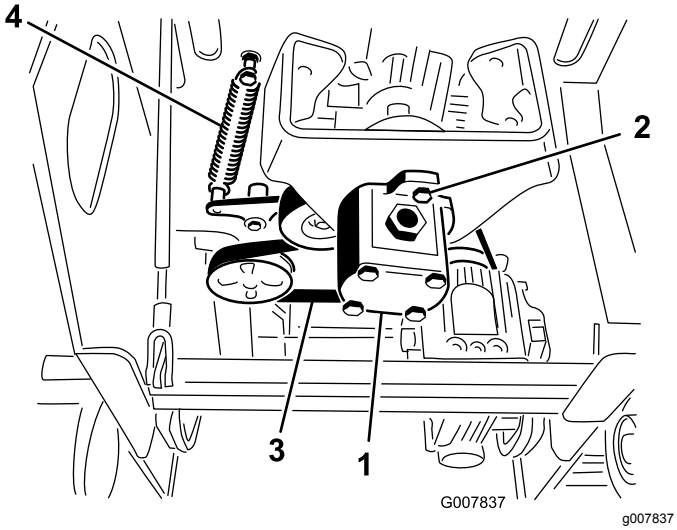

Figur 47
5. Lossa de 2 pumpskruvarna (Figur 47).
6. Vrid pumpen moturs och låt den falla bort från skivan (Figur 47).
7. Använd en fjäderdragare (kontakta en auktoriserad återförsäljare) eller styv metallkrok och dra av mellanremsskivans fjäderände från fjäderskruven så att remmen inte är spänd (Figur 47).